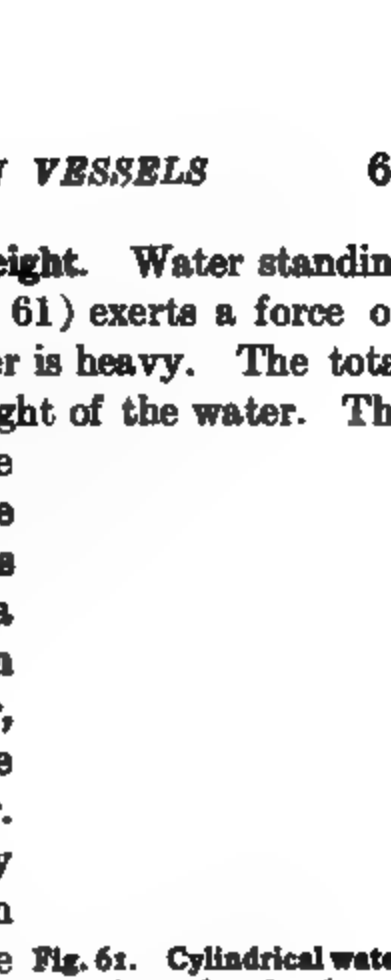

Fig. 61. Cylindrical water tank made of redwood staves.
56. Pressure in a liquid due to its weight. Water standing in a cylindrical open-topped tank (Fig. 61) exerts a force on the bottom of the tank because the water is heavy. The total force against the bottom is the total weight of the water. The pressure is the weight of so much of the water as rests on one square foot or one square centimeter of the bottom. This water can be thought of as forming a little column extending from the bottom of the tank to the surface of the water, and with a cross section of just one square foot or one square centimeter. The volume of this column is numerically equal to its height, that is, to the depth of the water; and the weight of the column is its volume times its density; this weight is the pressure at the bottom. Evidently for liquids in open tanks or vessels,